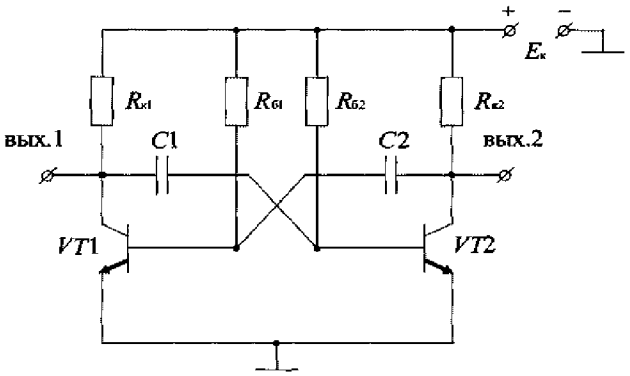

Рис.47 Схема автоколебательного мультивибратора на транзисторах .
1. *Задача 1.* Определите длительности импульсов $t_{и1}$, $t_{и2}$ и период колебаний *T* мультивибратора на транзисторах (рис. 47) для значений C_1 ,C_2, R_{61} , R_{62}, приведенных в таблице 36.